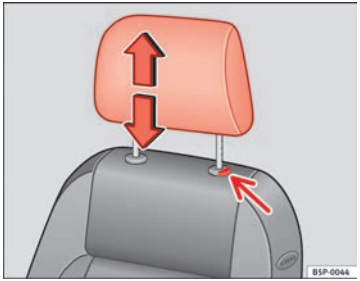

Fig. 71 Adjusting and removing the head restraints
– Press the button ⇒ fig. 71 (arrow).